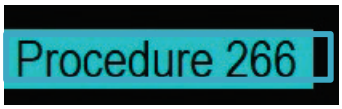

Figure 6-17. Procedure Data.
- At the top left, Click on the Procedure Data to display the Procedure Data Option window, see Figure 6-17.